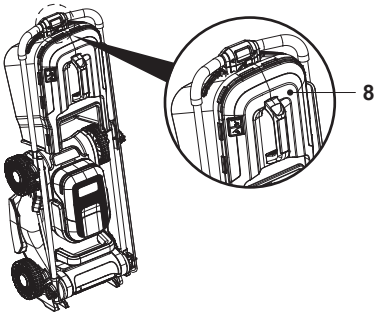

Fig. 22
7. Se recomandă depozitarea mașinii de tuns iarba cu colectorul de iarbă (8) prins și cu accesoriul de mărunțire (24) instalat în ea (fig. 22).